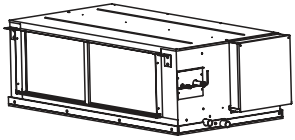
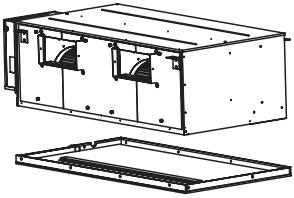

Рис. 1
Рис. 2
1) Выверните винты вокруг основания кондиционера до тех пор, пока основание не будет снято (рис. 1, рис. 2).